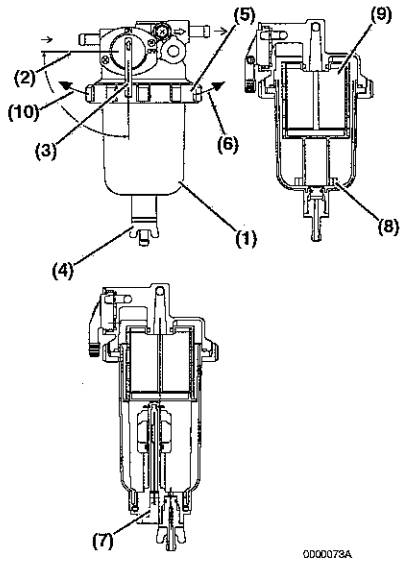

Figura 18
1. Posizionare un contenitore di tipo approvato sotto la vaschetta **(Figura 18, (1))** del filtro del carburante / separatore d'acqua per raccogliere i contaminanti.
2. Chiudere **(Figura 18, (2))** il rubinetto del carburante **(Figura 18, (3))**.
3. Allentare il rubinetto del carburante **(Figura 18, (4))** e scaricare i contaminanti. *Vedere Svuotamento del filtro carburante / separatore d'acqua a pagina 102.*
4. Ruotare l'anello di fissaggio **(Figura 18, (5))** verso sinistra **(Figura 18, (10))** e rimuovere la vaschetta **(Figura 18, (1))**. Se installato, disconnettere il cavo del sensore **(Figura 18, (7))** dalla vaschetta prima di rimuoverla.
6. Rimuovere l'anello del galleggiante **(Figura 18, (8))** dalla vaschetta. Versare i contaminanti nel contenitore e smaltirli in modo corretto.
7. Pulire l'elemento **(Figura 18, (9))** e l'interno della vaschetta. Se l'elemento è danneggiato, sostituirlo.
11. Installare la vaschetta sulla staffa serrando l'anello di ritenuta verso destra **(Figura 18, (6))** a 11-15 ft-lb (15-20 N·m, 1,5-2,0 kfg/m).
13. Aprire il rubinetto del carburante **(Figura 18, (3))**.